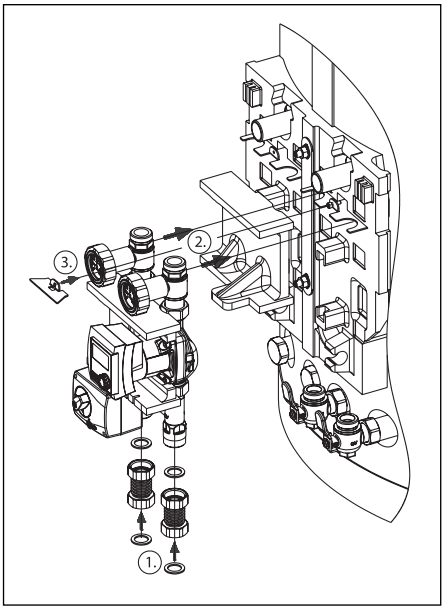

Fig. 10 Montage du groupe du circuit de chauffage
– Raccorder les tubes annelés métalliques d'une longueur de L = 45 mm avec les joints au groupe du circuit de chauffage (fig. 10 point 1). Ensuite accrocher le groupe au support de fixation (point 2), monter la plaque d'arrêt et la fixer au support de fixation (point 3).